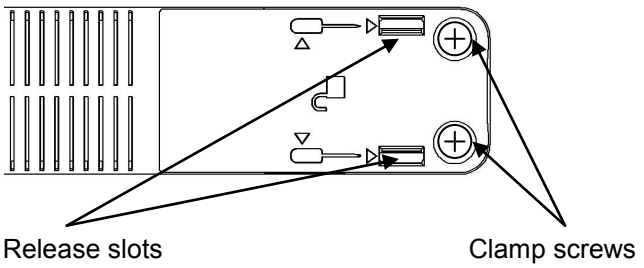

Fig 5: AT-SL-ADR/SA terminal cover
- Remove terminal covers by unscrewing the clamp screws and inserting a small flat-bladed screwdriver into the slots shown in the diagram below (Fig. 5).